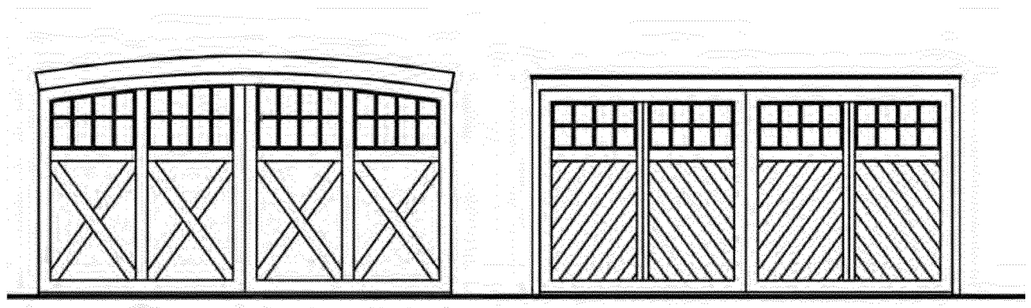

*Figure 28*
- Garage doors shall be built of embossed steel or fiberglass. Glass transoms appropriate to the garage door style may be included (i.e., square-top transoms with square-top doors; arch-top transoms with arch-top doors). Garage doors on frontage elevations (fronting a street) shall be architectural grade, carriage style doors with transom windows. See Figure 28.